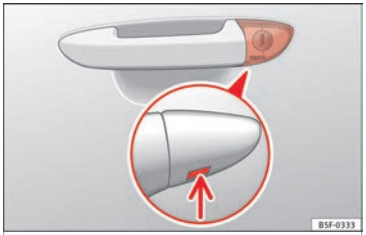

Fig. 3 Driver door lever: hidden lock cylinder.
- Insert the key shaft into the lower opening in the cover on the driver door handle from below ››› **Fig. 3** (arrow) then remove the cover upwards.